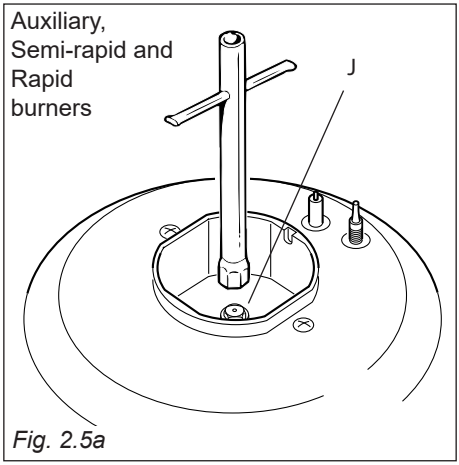

Fig. 2.5a
- Using a wrench, substitute the nozzle injectors “**J**” (figs. 2.5a, 2.5b) with those most suitable for the kind of gas for which it is to be used.